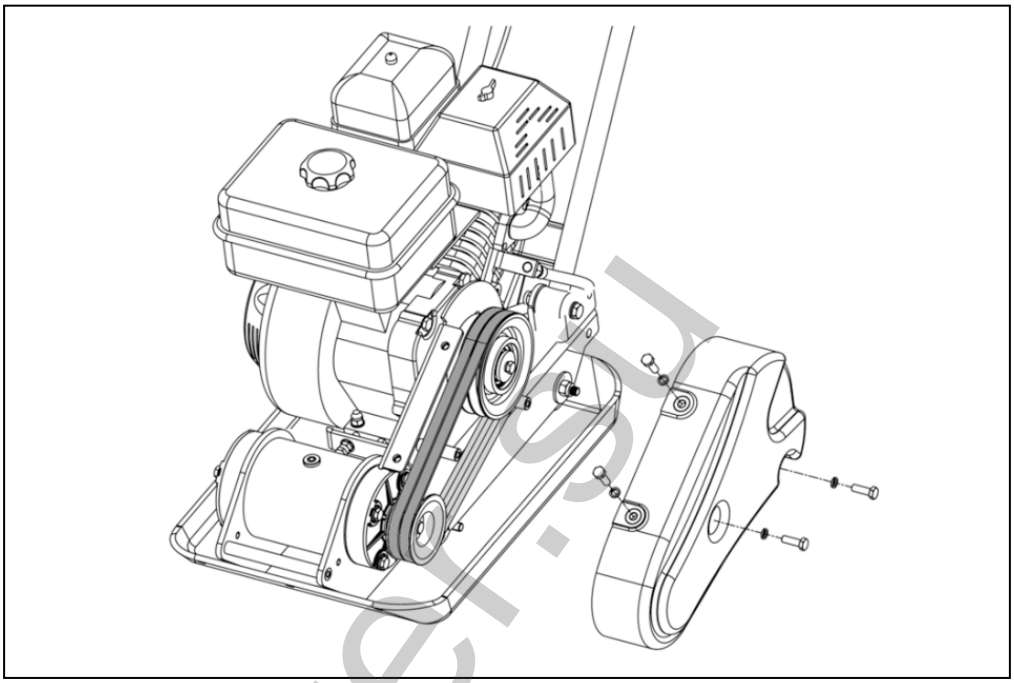

Рис. 20. Проверка состояния ремней.
1. Открутить болты крепления и снять кожух защитного ремня, чтобы получить доступ к ремням (Рис. 20).